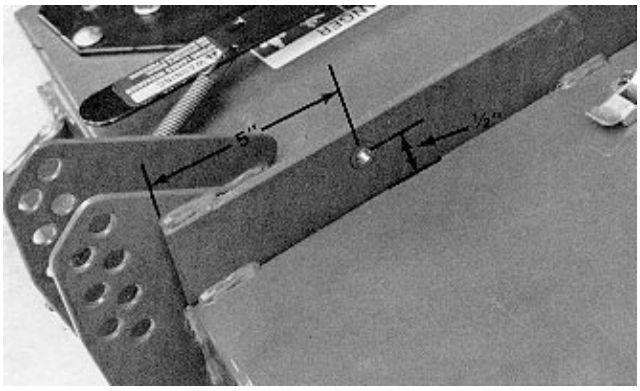

Figure 16
2. Using dimensions shown in figure 16, locate and drill 11/32" dia. hole in bridge bar.